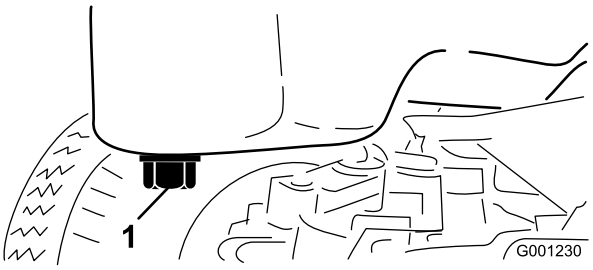

**Figuur 49**
3. Plaats een opvangbak onder het carter en recht onder de aftapplug (Figuur 49).